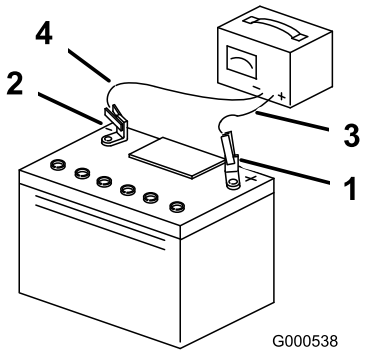

**Figur 53**
5. Når batteriet er helt oppladet, kobler du laderen fra strømuttaket, og deretter laderledningene fra batteripolene (Figur 53).